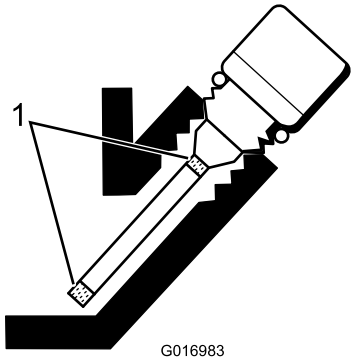

Figur 27
5. Hvis det er lite olje, tilsett kun nok olje til at nivået når opp mellom merkene på måleren (Figur 27). **Ikke fyll på for mye.**